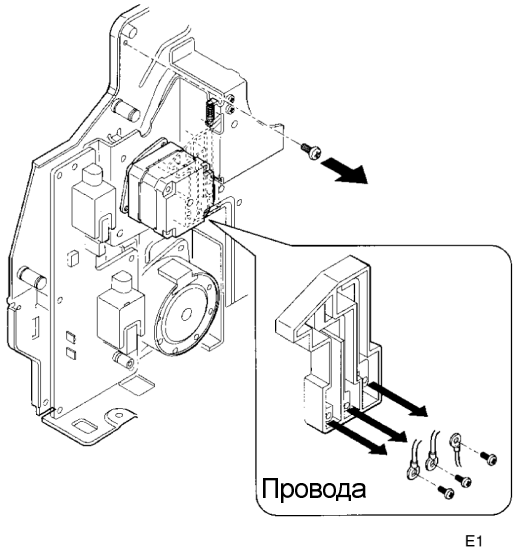

Рисунок 1. Отсоединение проводов высокого напряжения
2. (Рисунок 1): Отверните винты и отсоедините провода подачи напряжений переноса, заряда и сетки.